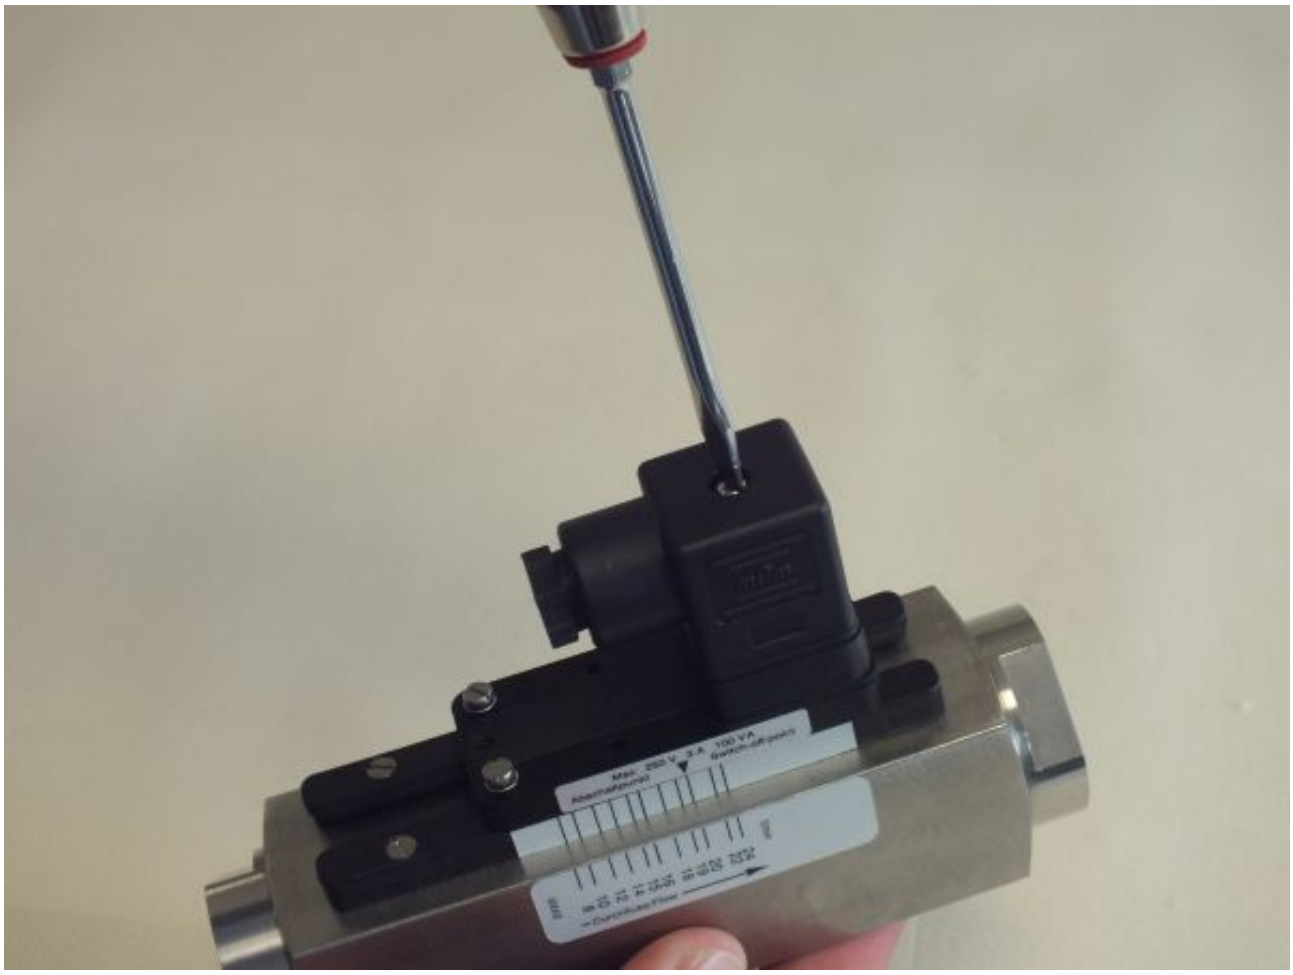

Fig. 13: Detach socket
1. Release the fixing screw from the socket (*Fig. 13*).
9. Plug the socket onto the connection plug and tighten the fixing screw (*Fig. 13*/1).